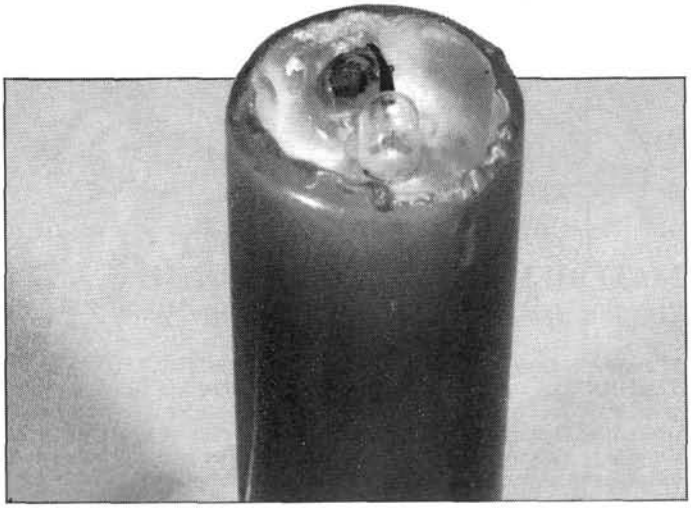

Figure 3 - Monté par Sylvestre, notre maître cirier, le prototype de la bougie électronique.
*Figure 3 - Le plan d'implantation de ce **pile ou face** électronique a été aéré délibérément pour des raisons d'ordre esthétique d'une part, et pour faciliter la tâche des débutants d'autre part. N'oubliez pas les ponts de câblage, notamment les deux petits !*